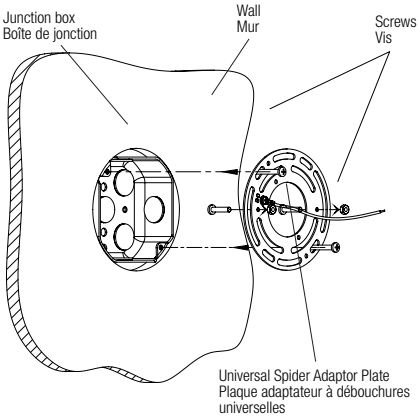

Fig. 2b
4. Install the Universal Spider Adaptor Plate on the wall reccesed junction box by screwing the two screws (Fig. 2b).
4. Installer la plaque adaptateur à débouchures universelles sur la boîte de jonction encastrée dans le mur en vissant les deux vis (Fig. 2b).